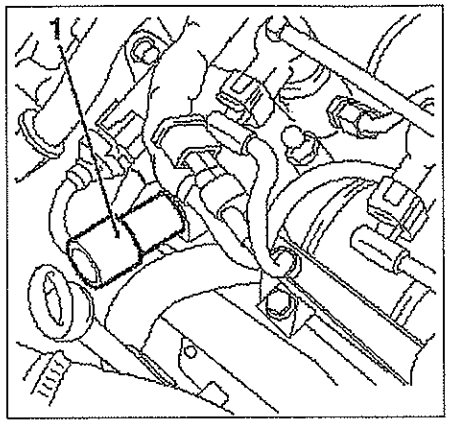

FIG. 10
- Colocar el pasador (1) (útil Opel: EN-46789) de calado del eje de levas en lugar del tapón **(fig. 10)**.